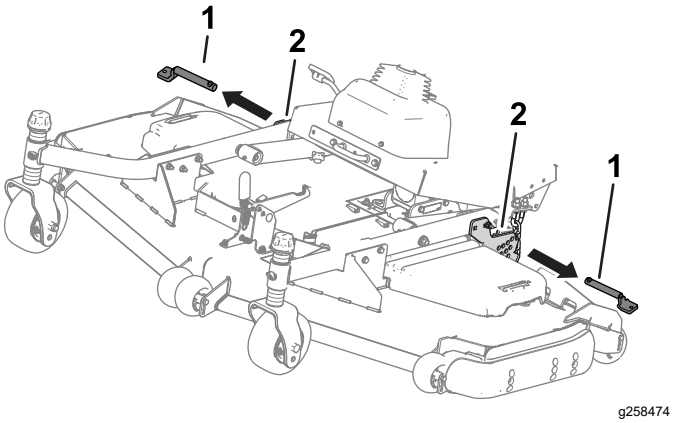

Figura 35
4. Rimuovete i perni dalle piastre dell'altezza di taglio (Figura 35).